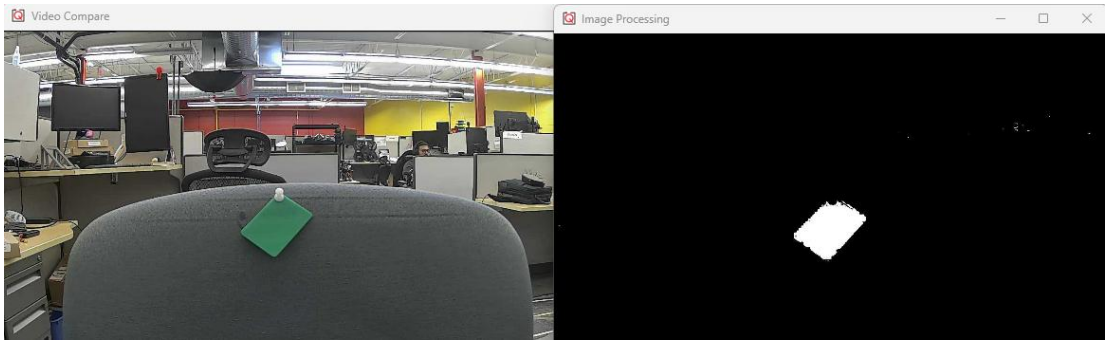

Figure 3. Successfully Tracking a Green Object
c. Max S & V Range: Adjusts the maximum saturation and value. You want your object selection to look like Figure 3.